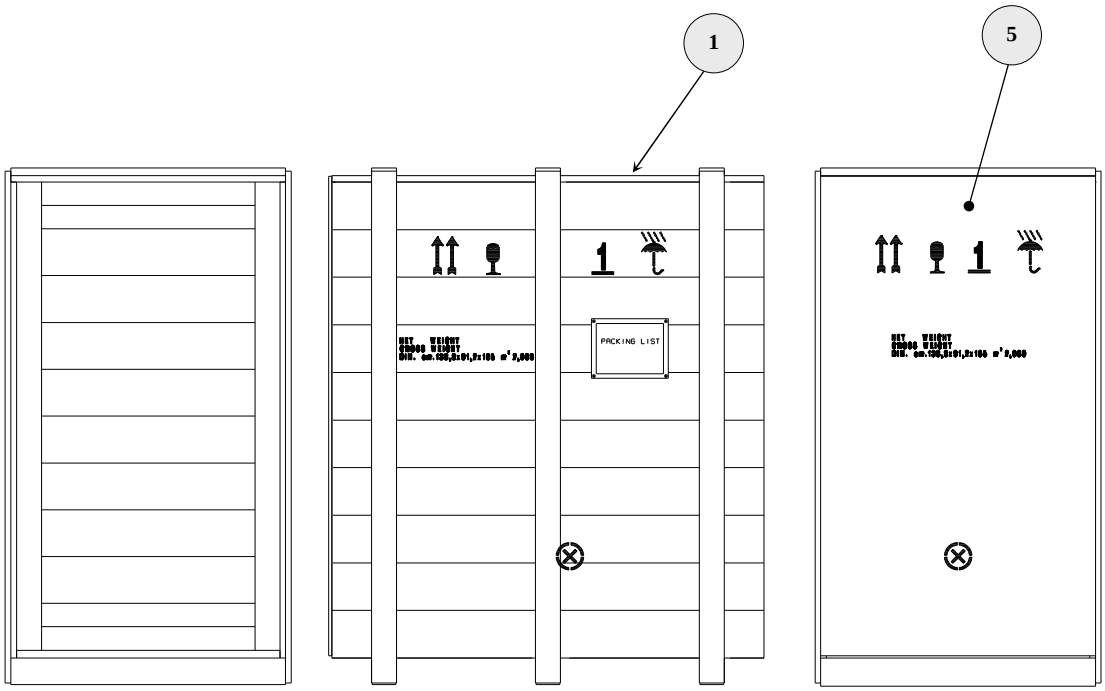

FIGURE 4 - WOOD CRATE
1. Dismantle the crate cover (**1**) – SEE **FIGURE 4**